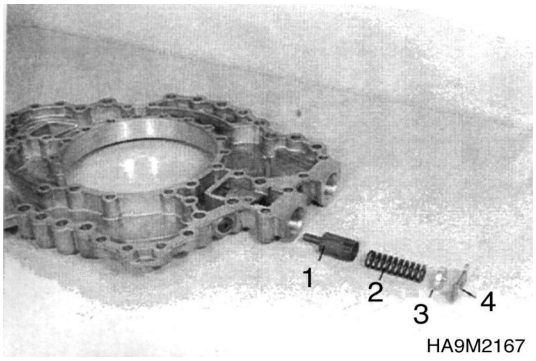

Figure 273
1. Figure 273, shows the components of the converter back pressure valve.
2. Introduce components according to Figure 273, preload and secure using lock plate.